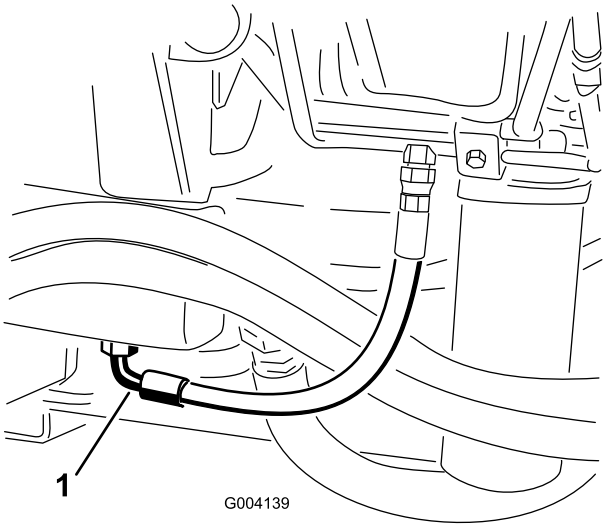

Figur 58
2. Ställ ett stort avtappningskärl under fästet som sitter på hydraultankens undersida (Figur 58).